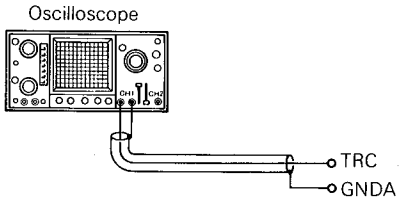

Fig. 23
(1) Switch the power switch on and slide the disc tray out by pressing the open/close button.
(2) Connect the oscilloscope (DC input) to TRC and GNDA. (fig. 23)
(3) Adjust VR105 for zero volts DC ±20mV.